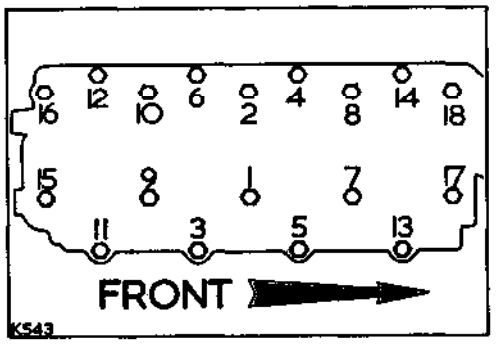

**Fig. A1-77. Order of tightening cylinder head fixings**
9. Slacken evenly and remove the remaining fixings (Fig. A1-77 refers) and withdraw the cylinder head and joint gasket.